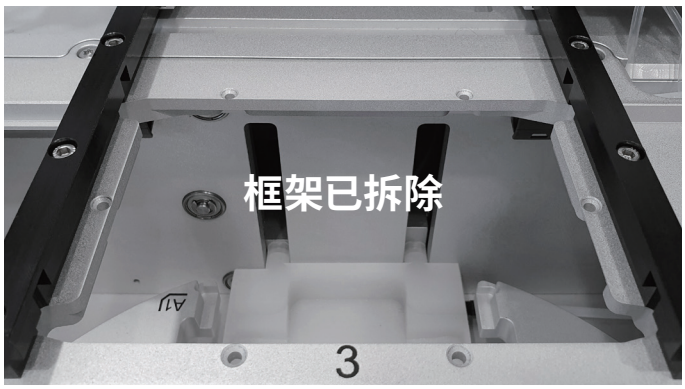

图 67. 移除孔板/支架框架后，可以运行 DFE 方法。
6. 在 **Confirm Removal of Frame** 对话框中，按 **OK**，确认移除孔板/支架框架 (请参阅图 67)。